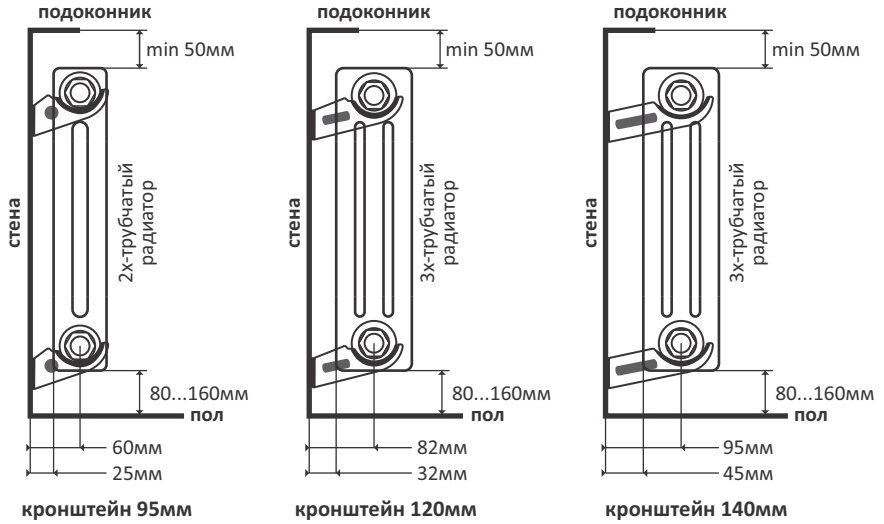

Рисунок 3 - Основные расстояния при монтаже
4.2. При установке радиатора рекомендуется выдерживать следующие расстояния (см. рисунок 3):